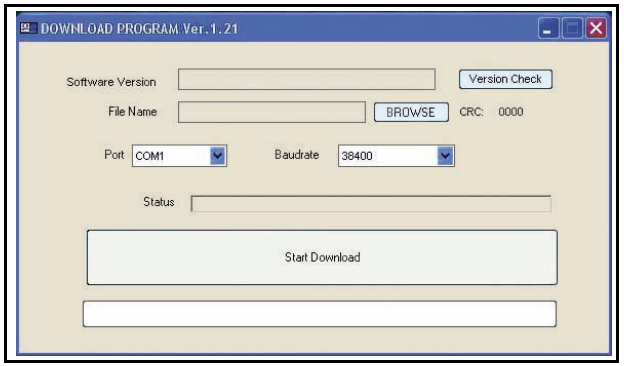

Figure 7 Initial Download Program Screen
17. Use the mouse to double-click on the Icon to execute the program. The program screen shown in Figure 7 will appear.